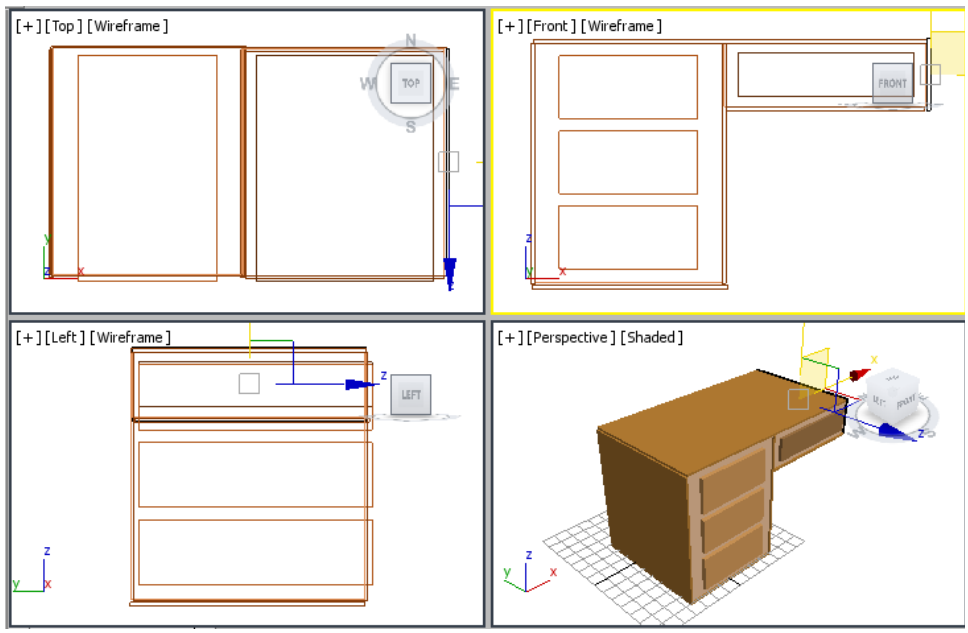

Figure 2-59 *Alignment of right face with the right side of right box of the table*
16. Align *right face* with the right side of *right box*, as shown in Figure 2-59.